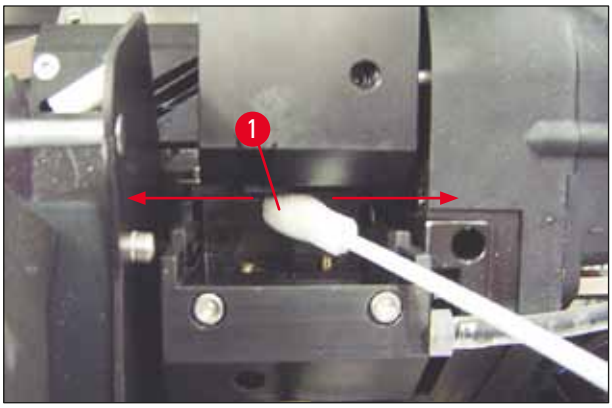

Fig. 54
5. Før forsigtigt pinden ind i mellemrummet under printhovedet (→ "Fig. 54"). Tryk let opad (på printhovedet), og før skumpinden frem og tilbage (ca. 10 gange). Derved løsnes og fjernes aflejringer af tørret blæk.